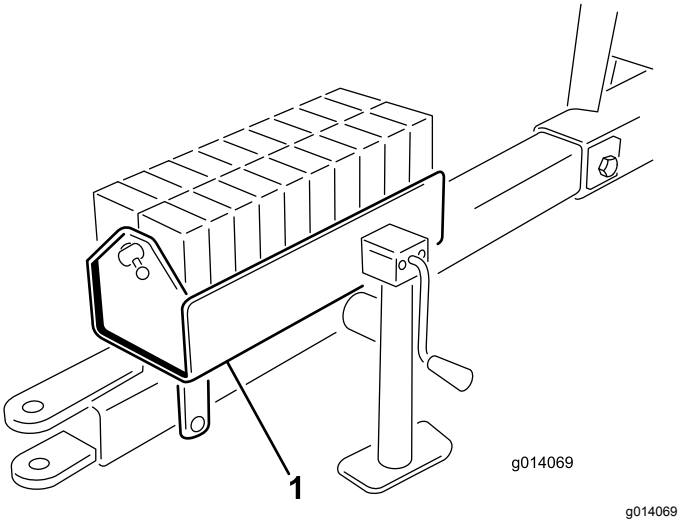

Figur 6
5. Fyll vektkassen med vektene og installer stangen og stiften (Figur 6).